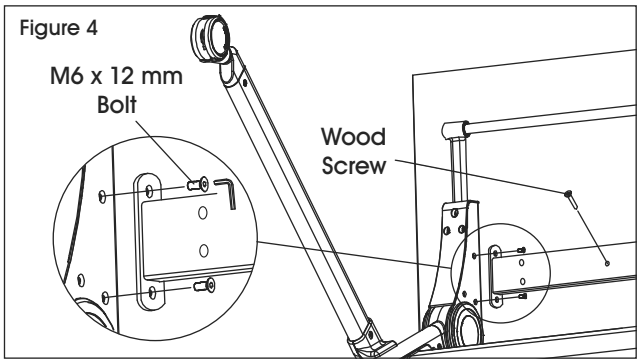

Figure 4
5. Attach square metal crossbar (4) to the top mechanism of the leg using two M6 x 12 mm bolts (11) and the Allen wrench. Repeat on the other leg. Use two 3/16 x 1¼" wood screws (12) to secure the middle of the square metal crossbar onto the tabletop. (See Figure 4)